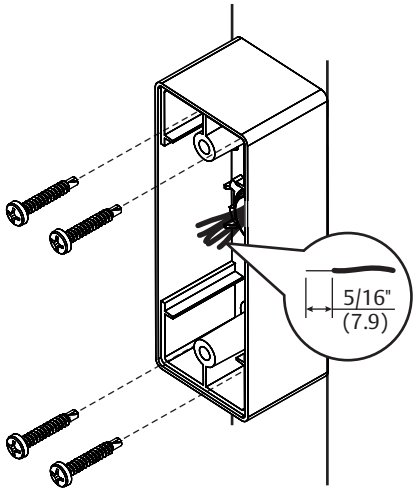

Figure 3
2. Strip sheath from each wire end exposing 5/16" (7.9) to prepare wires for connection. (Fig 3)
3. Align housing to mounting holes on door jamb and secure with four (4) #8 Phillips Round Head Metal Drilling screws. (Fig 3)